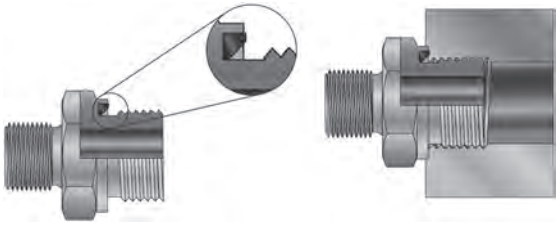
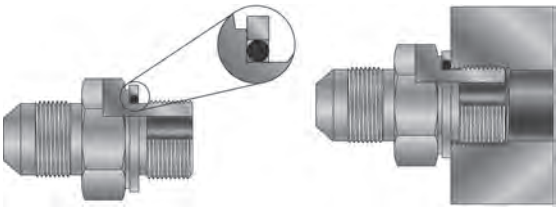
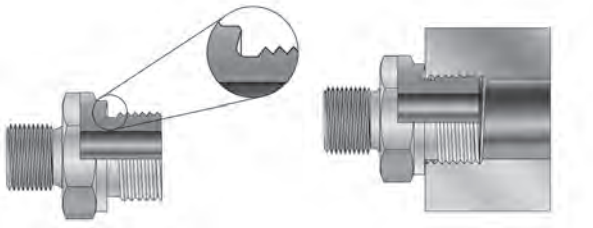
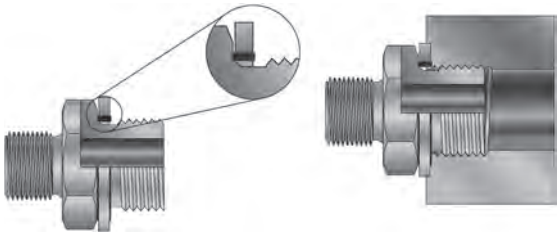

Fig. R2 – EOlastic Seal, Type E
Fig. R3 – O-Ring with Retaining Ring, Types G & H
Fig. R4 – Cutting Face, Type B
Fig. R5 – Bonded Seal
With the BSPP and metric flat face port ends, the sealing actually takes place on the top surface (spot face) of the port. Port dimensions can be found on pages S34 and S35 respectively. There are several sealing methods available for these ports. Port studs with type “E” sealing utilize Parker’s EOlastic seal (ED) (see Fig. R2) and are recommended for higher pressures than the other types. Types “G” and “H” use an O-ring that is supported on the outside by a removable retaining ring (see Fig. R3). Type B (cutting face) is designed with a relatively sharp ridge of material that seals by coining the flat face of the female port (see Fig. R4). A fourth sealing method uses a bonded seal which consists of a metal ring with an elastomer bonded to the inside surface (often referred to as Dowty® seal) (see Fig. R5).